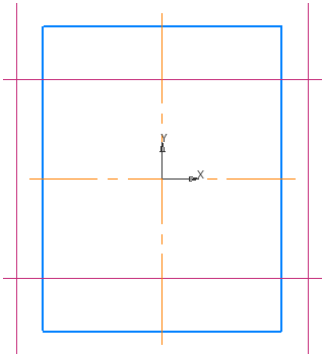

Рис. 5.4
4) Для ограничения ломаной линии по высоте постройте две параллельные вспомогательные линии симметрично горизонтальной осевой линии на расстоянии по 15 мм (рис. 5.4). В ***Панели параметров*** поставьте галочку ***Две прямые***.